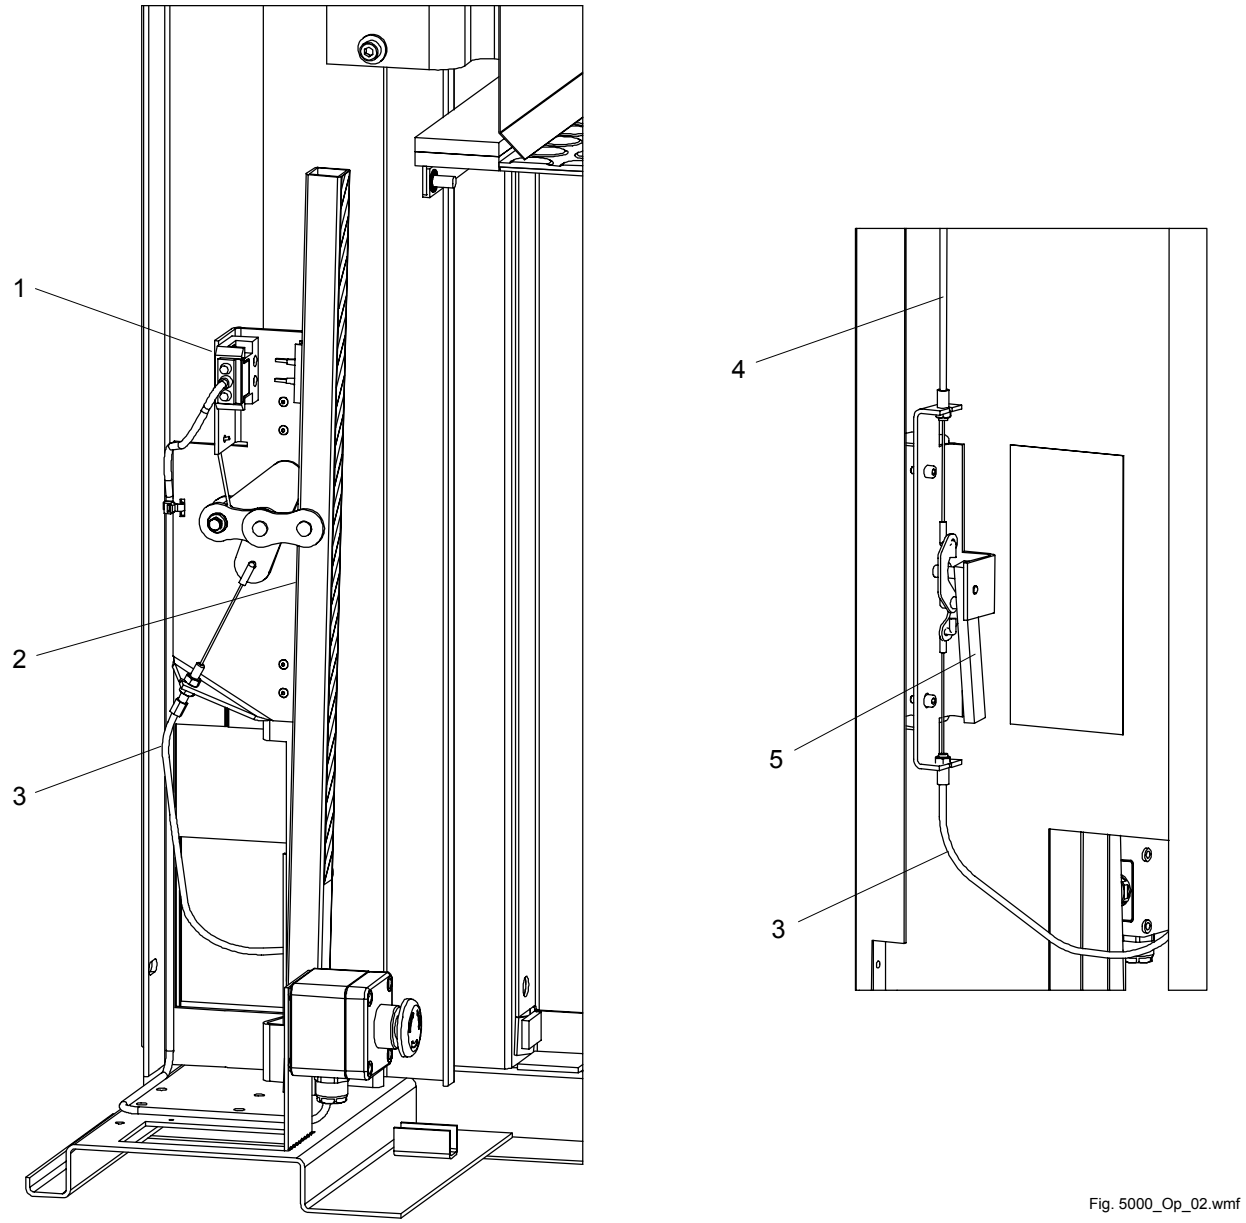

Bild 2 Manöver av schaktstötta
Vid arbete i hisschaktet måste hissen köras upp minst en meter från schaktbotten. Stöttan Bild 2 pos. 2 kan nu fällas ut med hjälp av manöverhandtaget pos. 5. Fäll ned handtaget enligt skylten och stöttan är utfälld, strömmen bruten och nedre dörren uppreglad med hjälp av låsöppningsvajern pos. 4.